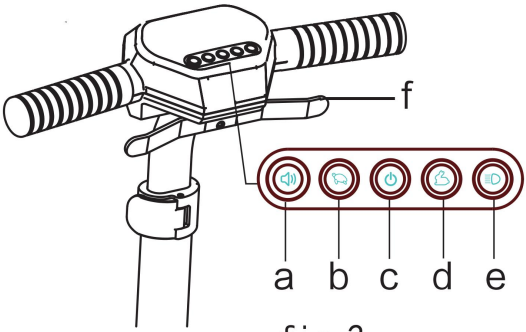

fig. 2
2.2 Bedienfeld (Abbildung 2)
NETZSCHALTER (Siehe Abb. 2)